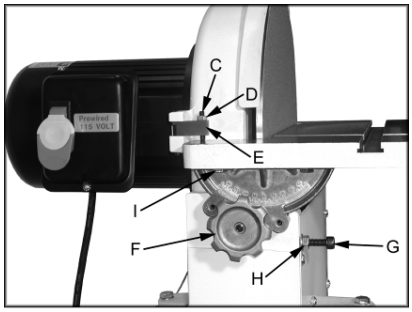

Fig 9
Stellen Sie die 90° Anschlagschraube (C, Fig 9) und kontern Sie die Mutter (D).